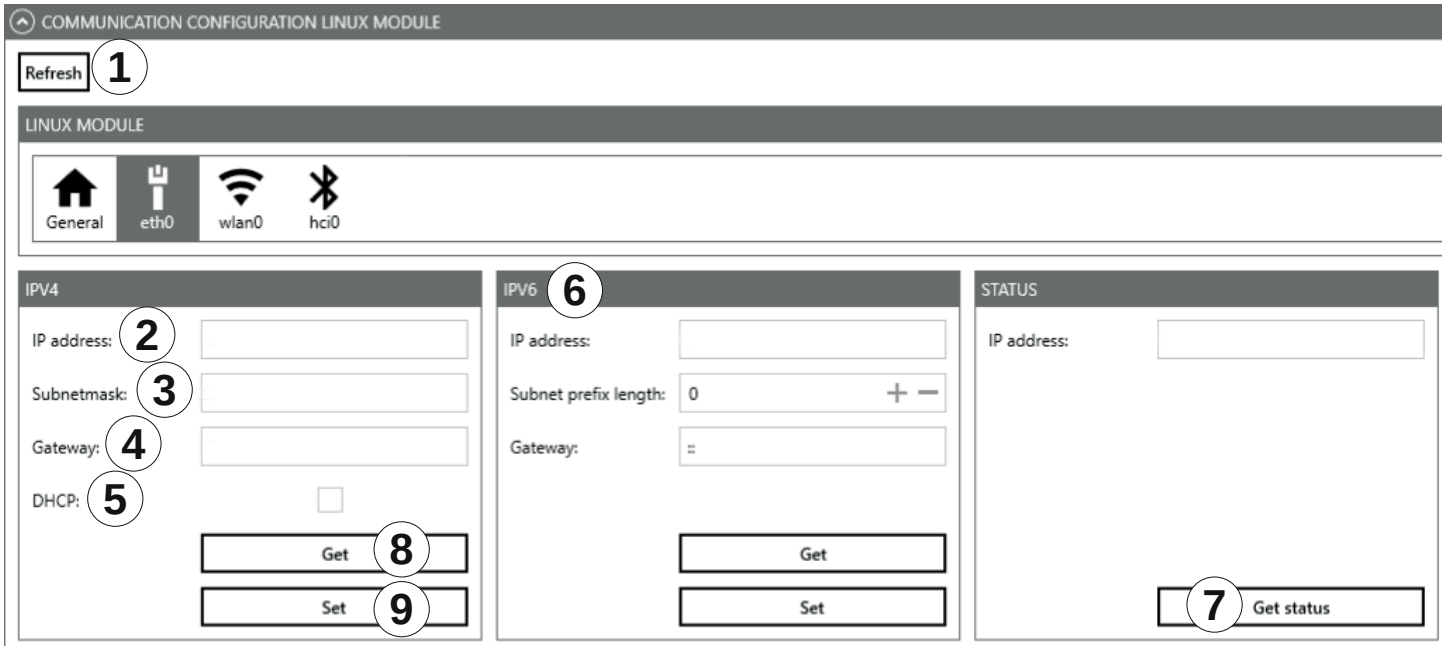

Fig. 50: Communication configuration Linux model: Ethernet
ⓓ	sets the values for max. reading speed or max. reading reliability ► Click *Optimised for reading speed* or *Optimised for reading reliability*. ⇨The values in *Settings of selected application* (③ in *Fig. 50*) change. When the max. read frequency is set (*Optimised for reading speed* is activated), the number of readings is maximised. In this case, the same tag can be read several times, because all tags will be reset in the inventory so that they will respond again. Because of reading the same tag multiple times, in a scenario of moving tags it could happen that not all the tags crossing the antenna field are read. The frequency of detection of the same tag is increased. In some cases, the time allowed for detecting the tags may be insufficient, so that some transponders are not detected. When the max. read reliability is set (*Optimised for reading reliability* is activated), tags that have already been read are not read again in the next inventory, provided they are still being supplied with power. This means that only the tags which have not yet been registered are detected. This way, the probability that all tags are read is increased.